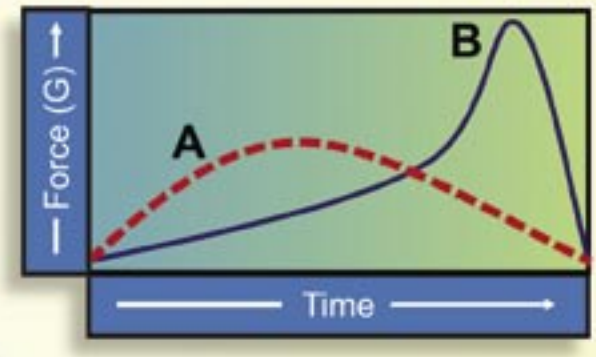

Figure 4. **Dynamic overshoot.**
■ **Tightness**. A harness will only work well if it is worn tight. Firstly, if it is too loose, you will flail excessively and may be injured by contact with other cockpit and aircraft structures. Secondly, if worn loose, you run a higher risk of injury because your body will be exposed to greater G loads than if you are strapped in tight. The reason for this is quite simple. In an accident, the aircraft and your seat decelerate from the impact velocity to zero in a specific time, dissipating a certain amount of energy, which will be felt as a G load on the body. If you are strapped in tightly, you will decelerate with your seat (Line A in Figure 4). If your harness is loose, you
will still be moving as the seat slows down until you hit the harness. Then, over a much shorter time, you will decelerate to zero, dissipating the same amount of energy in that shorter time. The end result is a much higher peak G force and greater risk of serious internal injury (Line B in Figure 4). This concept is called dynamic overshoot.